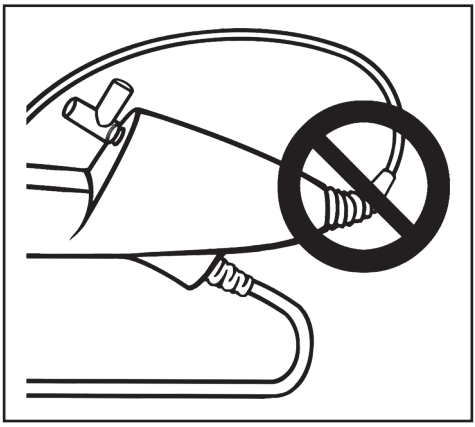

Figure 5. NE PAS COURBER FORTEMENT
- L'urétéroscope est doté un réducteur de tension à la transition entre la poignée et le corps. Le réducteur de tension protège le dispositif pendant son utilisation. Pour ne pas endommager le corps et/ou la fibre optique, ne pas courber fortement le corps (figure 5).